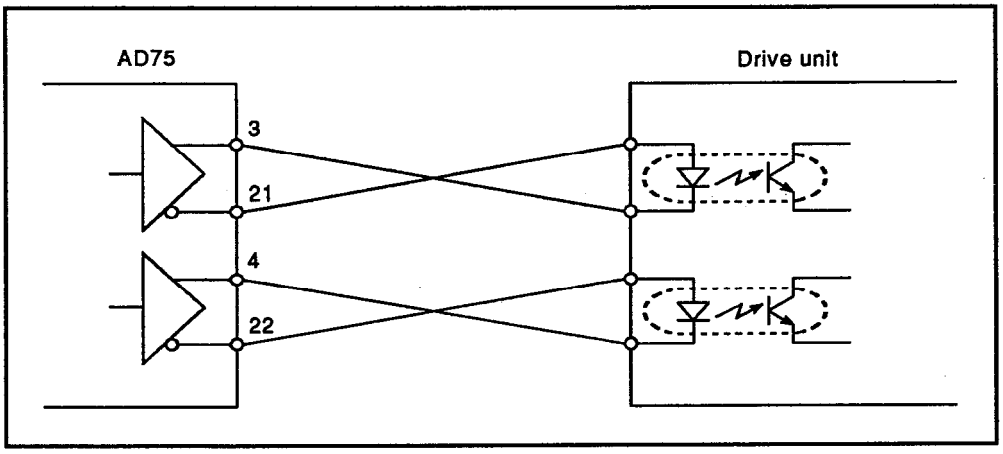

Fig. 5.3 Example of Wiring When the Command Pulse Logic Does Not Match
(1) It may not be possible to receive command pulses from some models of servo amplifier and stepping motor driver whose command pulse logic does not match that of the AD75.
(2) If the AD75 and servo amplifier/stepping motor driver have different logics, use differential driver output and cross the wiring as shown in Figure 5.3.